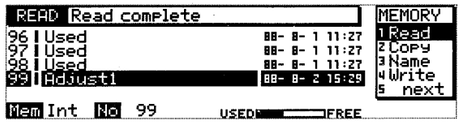

Fig.21
Press ENTER key to load data from the memory. (See Fig.21.)
4. 左から 2 番目のロータリーエンコーダーで呼び出したいメモリーナンバーにカーソルを合わせ，ENTER キーを押してメモリーからデータを読み込む。(Fig.21)